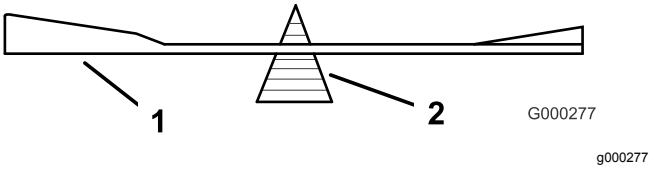

Figur 94
2. Sjekk knivens balanse ved å legge den på en balanseringsinnretning (Figur 94).